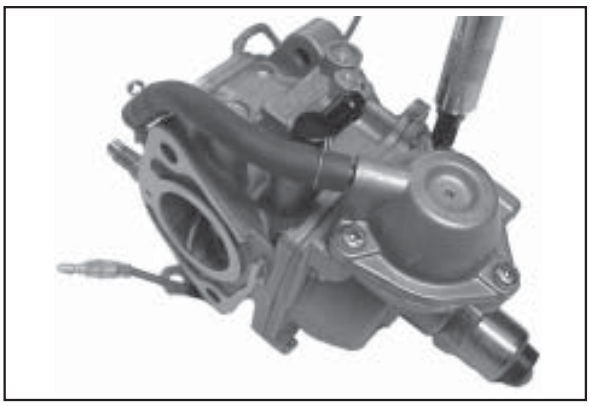

Figure 5-34. Installing Accelerator Pump Housing Screws and Hose.
7. Install the new diaphragm spring and reinstall the accelerator pump cover. Secure with the three new screws. Torque the screws to **2.0 ± 0.6 N·m (18.2 ± 5.2 in. lb.)**. See Figure 5-34.
8. Install the new clips onto each end of the new vacuum hose, and connect the hose onto the fittings. See Figure 5-34. Discard all the old parts.